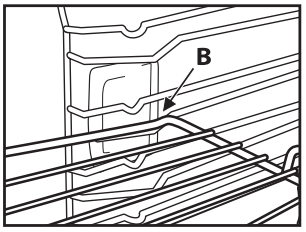

Fig. 2
2. Vip risten, når den befinder sig ud for blokeringspositionen "B" (Fig. 2).